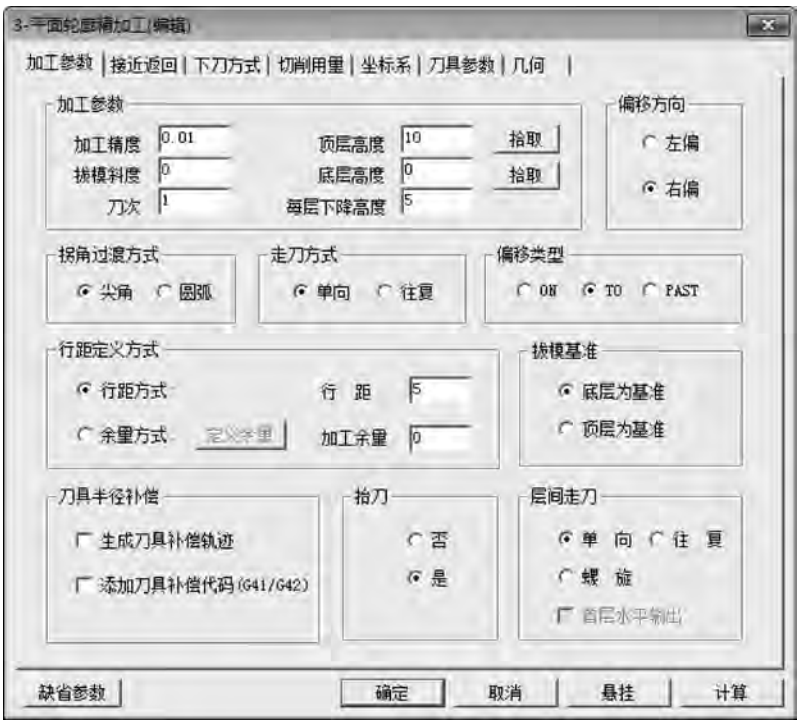

图 5-166 “加工参数”选项卡
(3) 鼠标底部平面轮廓精加工轨迹。
① 设置平面轮廓精加工参数。单击“平面轮廓精加工”图标,在弹出的“平面轮廓精加工”对话框中设置加工参数,如图 5-166 所示。